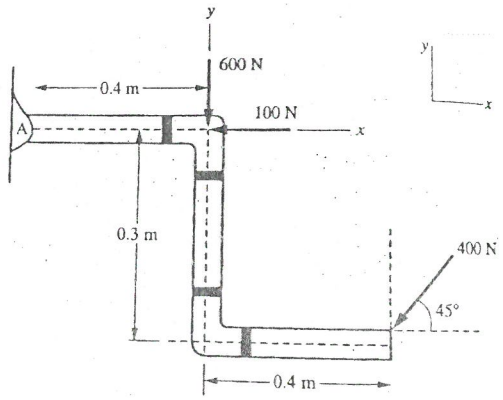

Fig. 1b
b. Replace the forces acting on the pipe as shown in the figure 1b by an equivalent single force and couple system acting at point A **06**